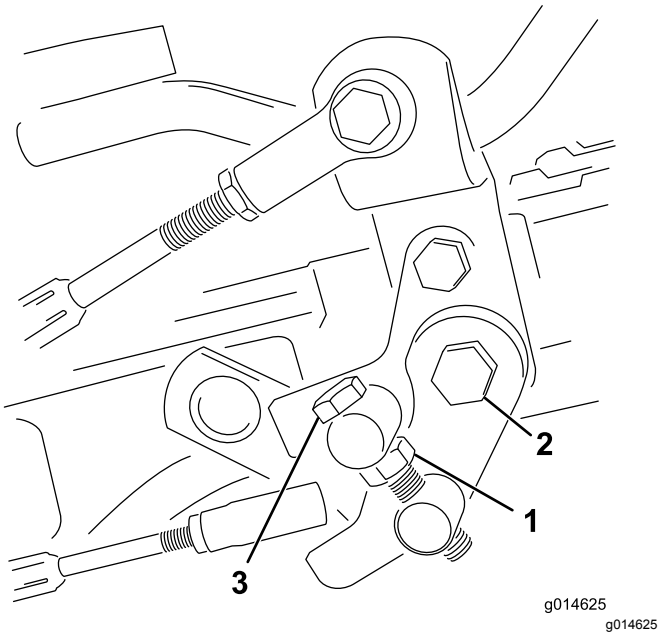

Figur 37
1. Lossa kontramuttern på justeringsbulten (Figur 37).
4. Dra åt kontramuttern på justeringsbulten och muttern på pedaltappen för att låsa justeringen (Figur 37). Kontrollera justeringen och ändra vid behov.